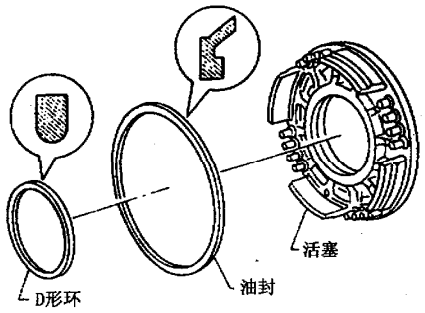

图 9－13－74
(2) 倒档离合器主动片。检查倒档离合器主动片表面是否烧蚀、破裂或损坏，测量厚度，标准值为 2.0mm，磨损极限为 1.8mm，如果小于磨损极限则更换，如图 9－13－75 所示。
(3) 倒档离合器碟形片。检查倒档离合器碟形片是否变形或损坏，测量碟形片的厚度 t，标准值